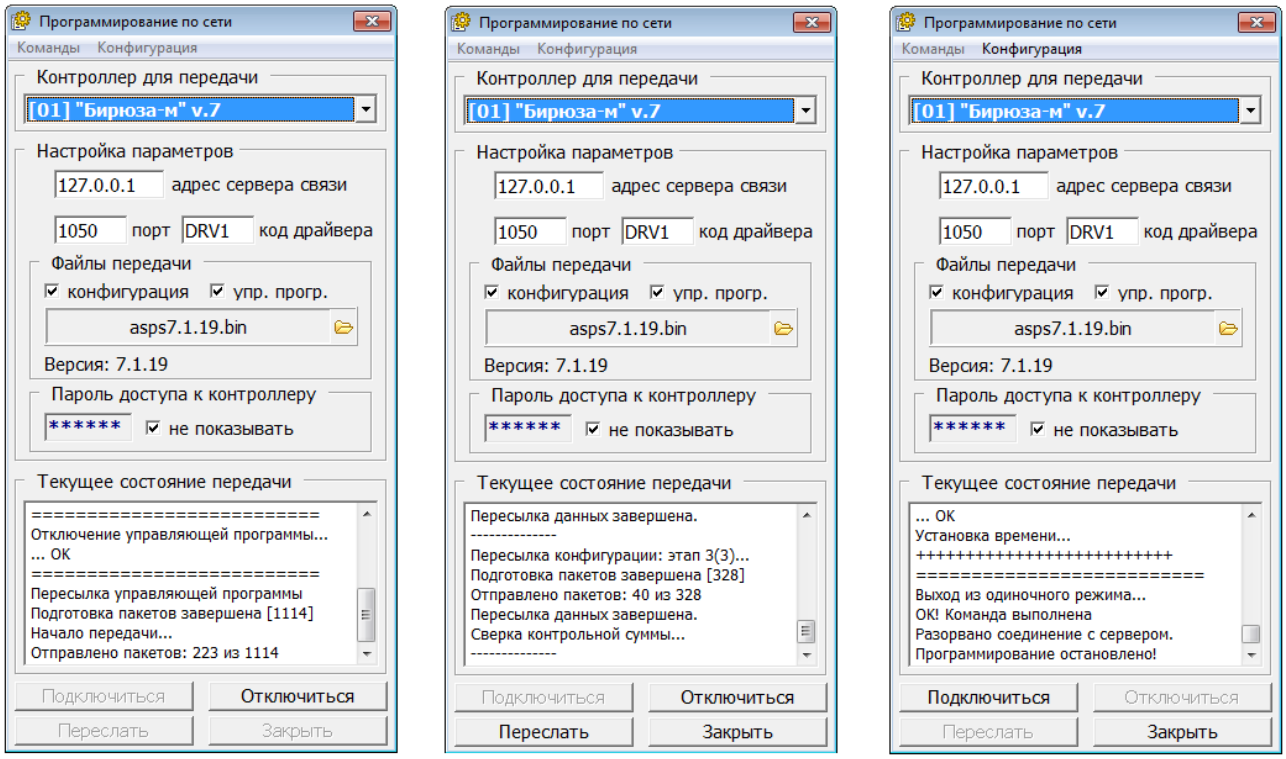

Рисунок 108. Программирование прибора по сети
7) Нажать кнопку «Переслать» и дождаться окончания сеанса программирования прибора - сообщения «ОК! Команда выполнена» (рисунок 108).